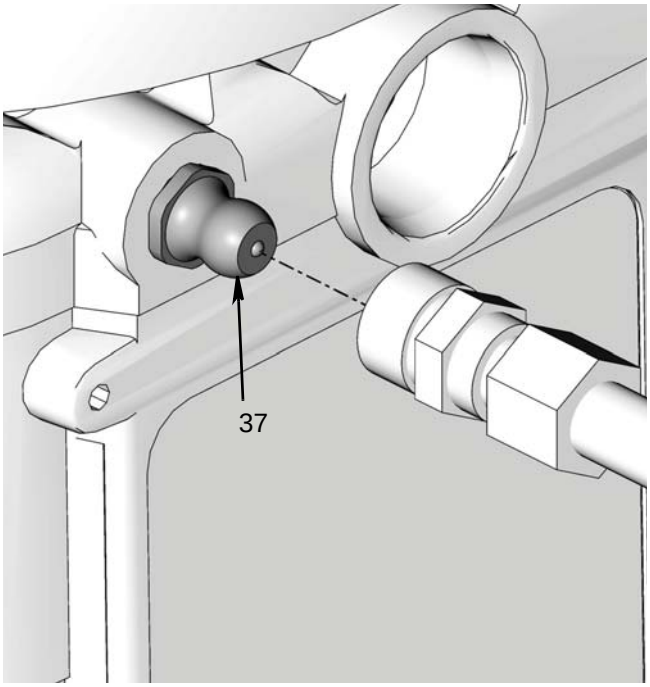

ABB. 11
1. Füllschlauch an Einlassfitting *(37) (ABB. 11) anschließen.
1. Füllschlauch an Einlassfitting (ABB. 11) anschließen.